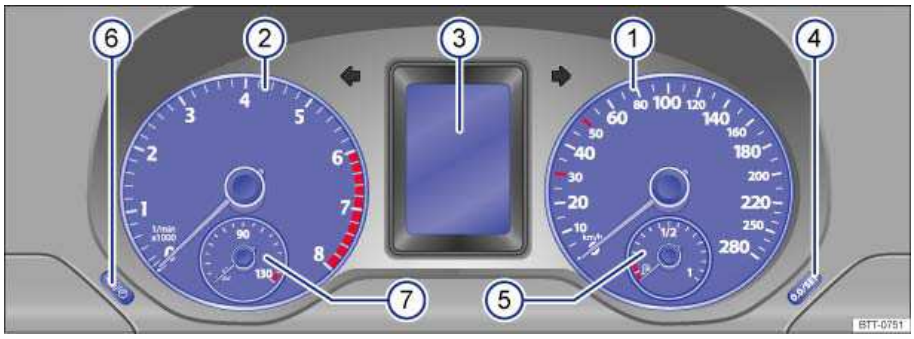

Fig. 10 Instrument cluster in the instrument panel.
Instrument explanations ⇒ fig. 10:
Depending on the vehicle model, different information may be shown in the instrument cluster display ⇒ fig. 10 (3).
The service appointment reminder is shown in the instrument cluster display ⇒ fig. 10 (3).